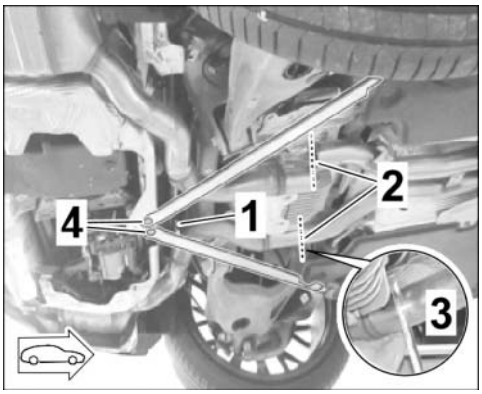

Figure 25
3.3.2 Remove hexagon-head bolt (M8 x 16, 2 x) on strut between the rear silencers (⇒ *Figure 25* **-1-**) and remove strut.
3.3.4 Remove hexagon-head bolts (M8 x 20, 2 x) on rear-end cross strut (⇒ *Figure 25* **-4-**). ⇒ *Workshop Manual '421319 Removing and installing rear-axle chassis subframe struts'*